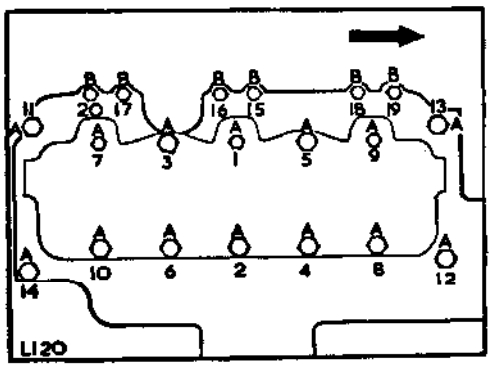

**Fig. A3-67. Order of tightening cylinder head bolts**
12. Slacken the cylinder head fixings evenly and remove them. Fig. A3-67 refers.